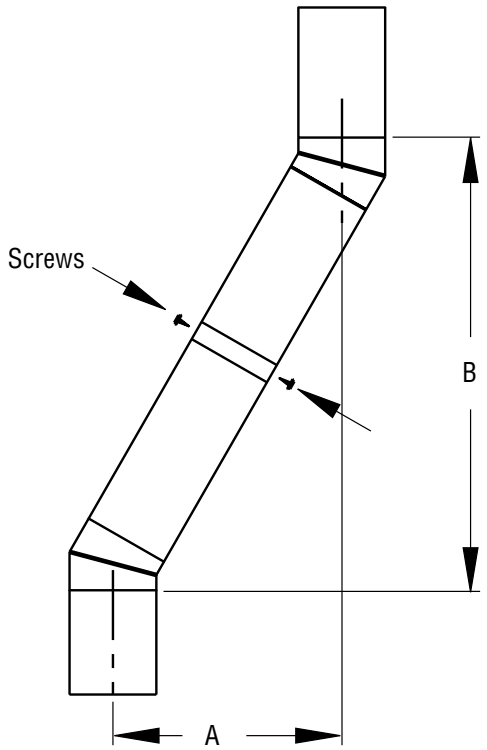

Figure 10 - Elbow Offset
Continue to assemble chimney sections as outlined above, making sure that both the inner and outer pipe sections are locked together. When installing double wall snap-lock chimney together, it is important to assure the joint between the chimney sections is locked. Check by pulling chimney upward after locking. The chimney will not come apart if properly locked. It is not necessary to add screws to keep the chimney together *(exception, see **Figure 10, Page 10**)*.
1. To achieve desired offset, you may install combinations of 12", 18", 24", 36" and 48" length of double wall pipe *(see offset chart and **Figure 10**).*
4. All pipe connections between the offset and return must be secured with two screws on the outer pipe only *(see **Figure 10**).* Do not penetrate the inner stainless.